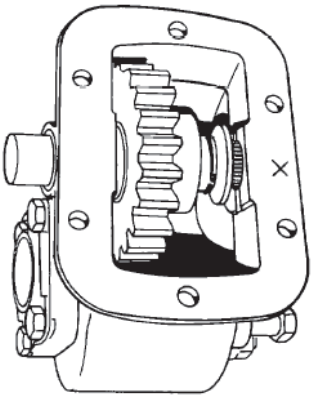

Figure 7 Installing Idler Shaft and Gear
t. Push the idler shaft further into the housing and into the idler gear (Figure 7).